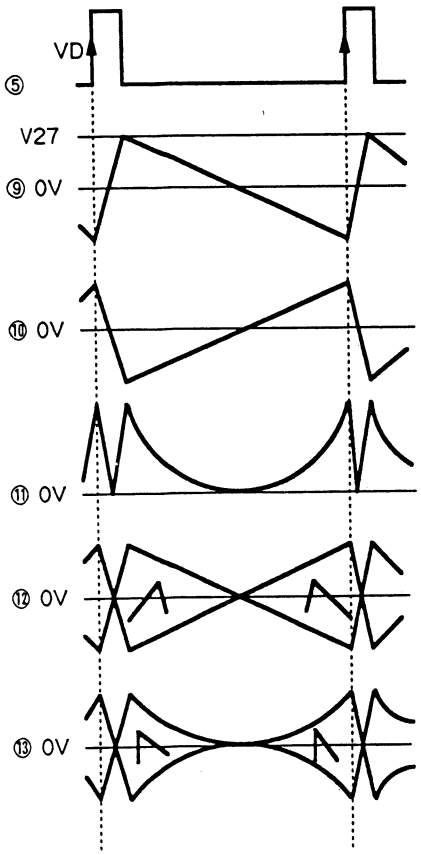

Fig. 4-2.
(1) Registration IC section·····When VD is input into pin ⑤ of IC201 and HD is input into pin ㉔, registration waveform is created using the leading edge of the input signal as trigger (Fig. 4-2, 4-3). The peak of V. SAW, H. SAW is determined by the voltage of pin ㉗ and ㉕ respectively. Since a parabola wave is SAW × SAW, when the SAW amplitude becomes 1/2 it becomes 1/4. Other waveforms will become 1/4, 1/8 and so forth depending on how many times a multiplication is performed. Pin ③ and pin ④ outputs a rectangular waveform of 1/2H, 1/2V respectively.